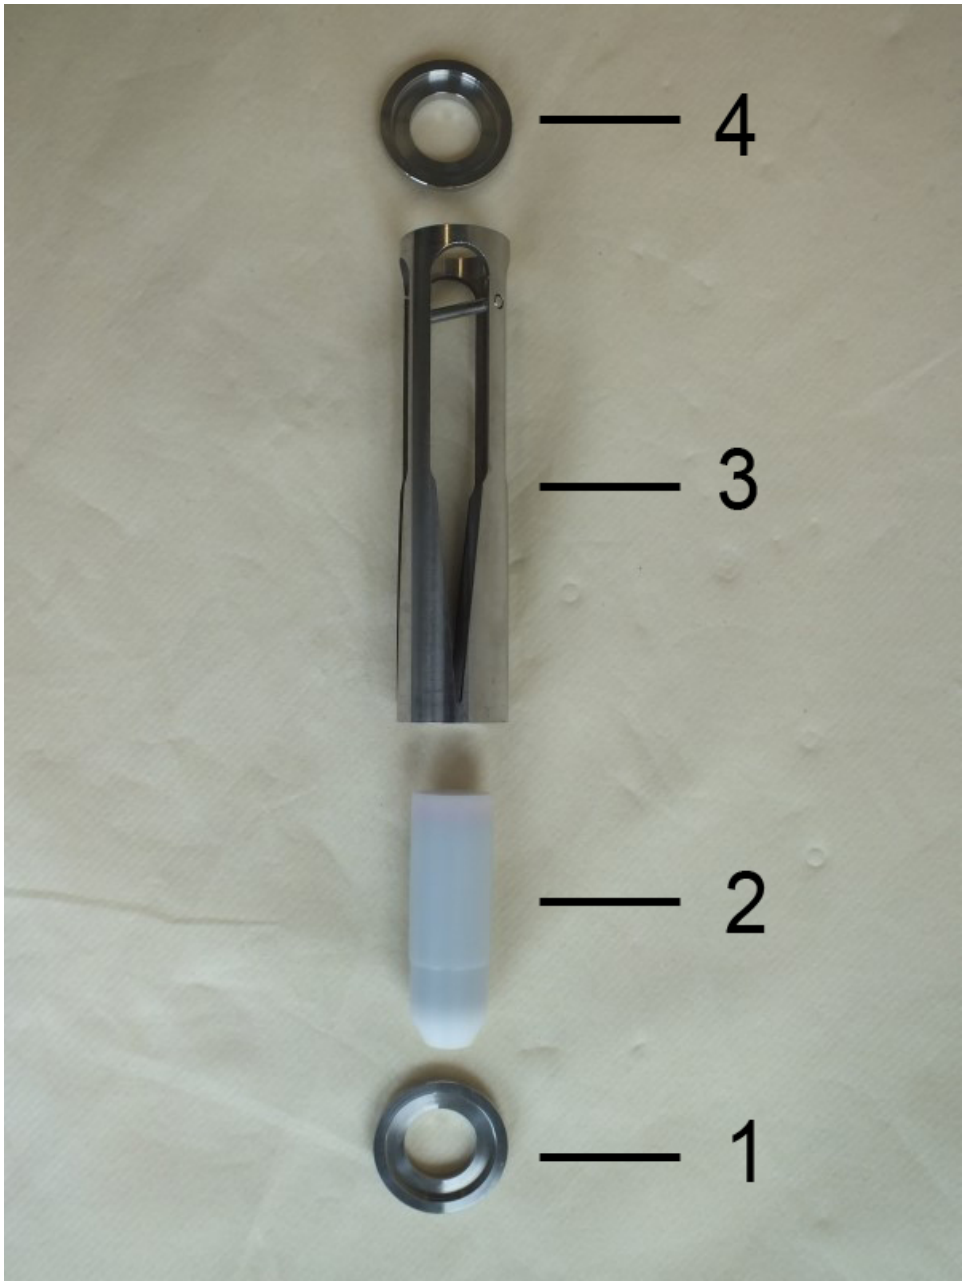

Abb. 44: Innenteile DWM-L
5. Zentrierscheibe (Eingang) (*Abb. 44*/1), Schwebekörper (*Abb. 44*/2), Schlitzdüse (*Abb. 44*/3) und Zentrierscheibe (Ausgang) (*Abb. 44*/4) als Innenteile des Strömungswächters